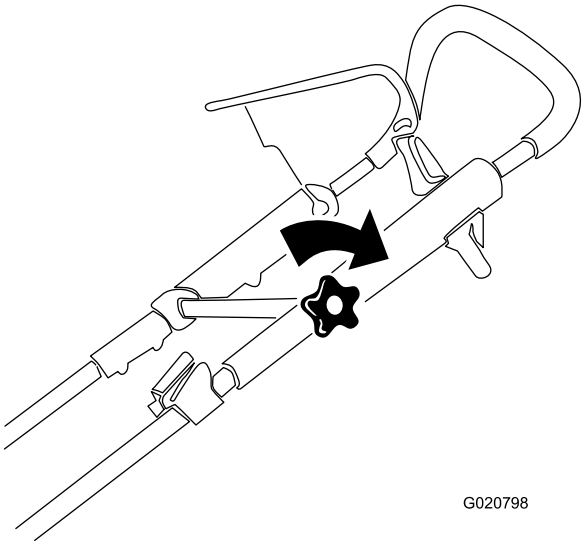

Figur 4
3. Flyt det øverste håndtag hen til den ønskede position og stram den øverste håndtagsknap godt til (Figur 4).